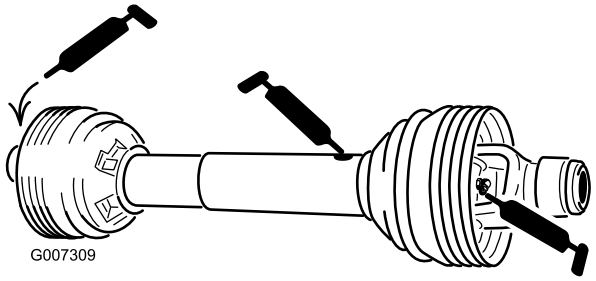

Figur 24
Kraftuttakets aksel (3) (Figur 24)